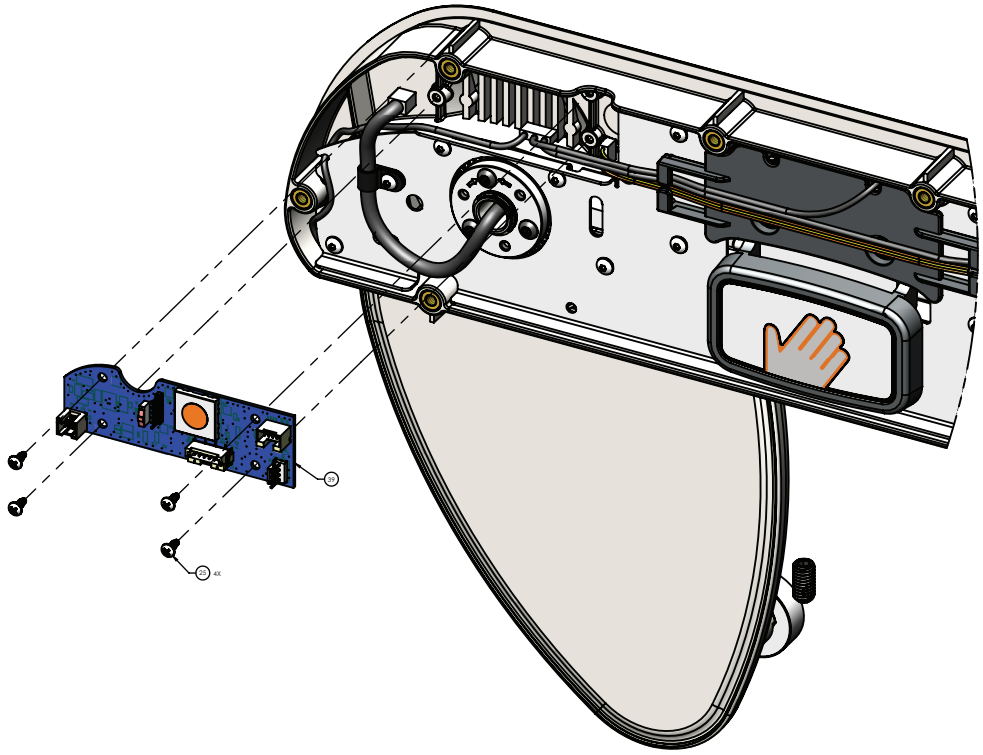

Figure 42 – Remplacement de la carte de commande de la barrière de tête de lit, côté droit du patient
10. À l'aide d'un tournevis cruciforme n° 2, retirer et conserver les quatre vis (25) qui fixent la carte de commande de la barrière (39) à l'ensemble de barrière (Figure 42).
11. Retirer et jeter la carte de commande de la barrière latérale (39).